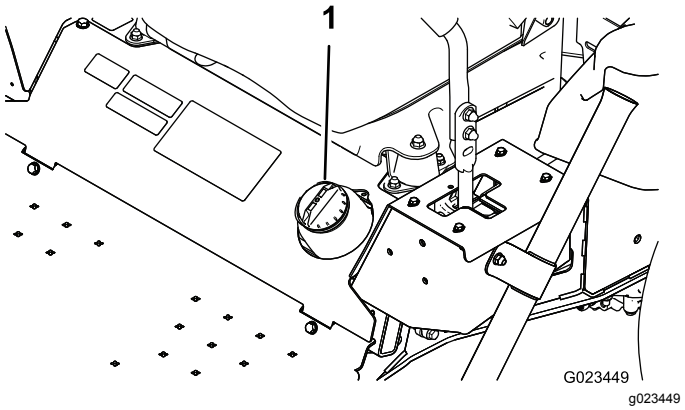

Figuur 16
2. Maak de omgeving van de dop van de brandstoftank schoon (Figuur 16).